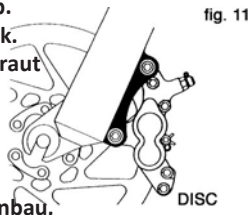
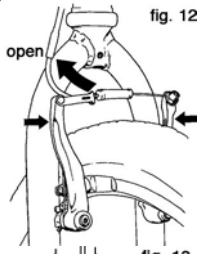

fig. 11
fig. 12
Schnellspanner der Bremse, um den Abstand zwischen der Felge und den Bremsbelägen zu öffnen (siehe Abschnitt 4.C, Abb. 11 bis 15).
(1) Wenn Ihr Fahrrad mit Felgenbremsen ausgestattet ist, lösen Sie den Schnellspanner der Bremse, um den Abstand zwischen dem Reifen und den Bremsbelägen zu öffnen (siehe Abschnitt 4.C, Abb. 11 bis 15).
(2) Lösen Sie die beiden Achsmuttern mit einem Schraubenschlüssel der richtigen Größe.
(3) Wenn Ihre Vordergabel über eine sekundäre Haltevorrichtung verfügt, lösen Sie diese und fahren Sie mit dem nächsten Schritt fort. Wenn Ihre Vorderradgabel eine integrierte sekundäre Haltevorrichtung hat, lösen Sie die Achsmuttern so weit, dass Sie das Rad ausbauen können; fahren Sie dann mit dem nächsten Schritt fort.
(4) Heben Sie das Vorderrad ein paar Zentimeter vom Boden ab und klopfen Sie mit der Handfläche auf die Oberseite des Rads, um es aus den Gabelenden herauszuschlagen.
(2) Schalten Sie das Schaltwerk in den höchsten Gang (kleinstes Ritzel) und ziehen Sie den Schaltwerkskörper mit der rechten Hand zurück.
(3) Lösen Sie die beiden Achsmuttern mit einem Schraubenschlüssel der richtigen Größe.
(4) Heben Sie das Hinterrad ein paar Zentimeter vom Boden ab und schieben Sie das Rad bei zurückgezogenem Umwerfer nach vorne und unten, bis es aus den hinteren Ausfallenden herauskommt.
3. Einige Fahrradbremsen, wie z. B. Scheibenbremsen (Abb. 11) und Linearzugbremsen (Abb. 12) sind extrem leistungsstark. Machen Sie sich besonders sorgfältig mit diesen Bremsen vertraut und gehen Sie besonders vorsichtig mit ihnen um.